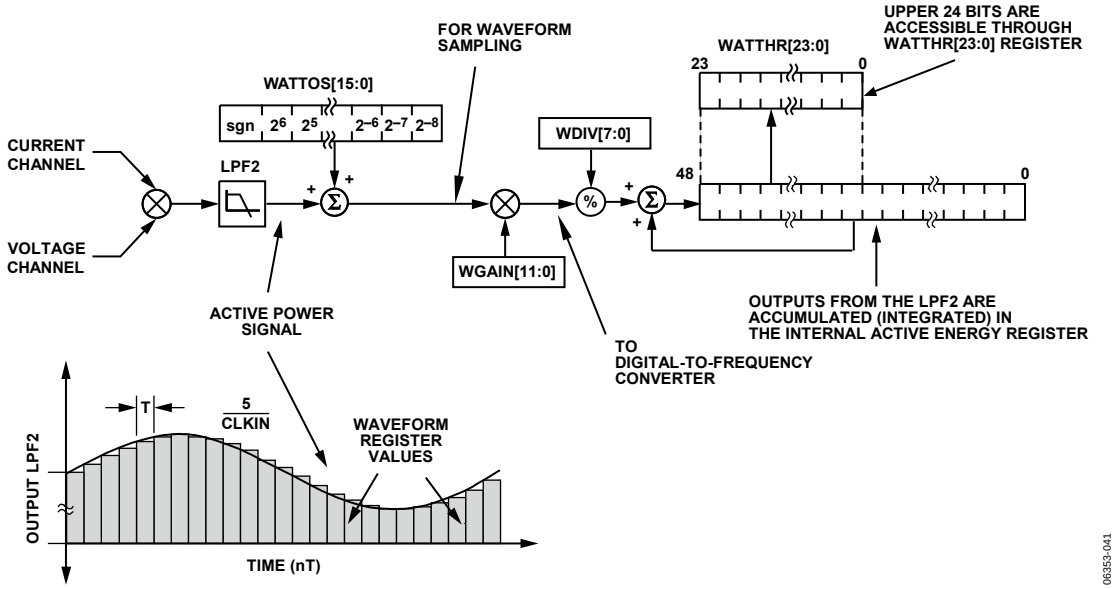

Figure 66. Active Energy Calculation
Figure 66 shows the signal processing chain for the active power calculation in the ADE7116/ADE7156/ADE7166/ADE7169/ADE7566/ADE7569. The active power is calculated by filtering the output of the multiplier with a low-pass filter. Note that, when reading the waveform samples from the output of LPF2, the gain of the active energy can be adjusted by using the multiplier and watt gain register (WGAIN[11:0], Address 0x1D). The gain is adjusted by writing a twos complement 12-bit word to the watt gain register. Equation 12 shows how the gain adjustment is related to the contents of the watt gain register.
The discrete time sample period (T) for the accumulation register in the ADE7116/ADE7156/ADE7166/ADE7169/ADE7566/ADE7569 is 1.22 µs (5/MCLK). In addition to calculating the energy, this integration removes any sinusoidal components that may be in the active power signal. Figure 66 shows this discrete time integration or accumulation. The active power signal in the waveform register is continuously added to the internal active energy register.
The output of the multiplier is divided by the value in the WDIV register (Address 0x24). If the value in the WDIV register is equal to 0, the internal active energy register is divided by 1. WDIV is an 8-bit, unsigned register. After dividing by WDIV, the active energy is accumulated in a 49-bit internal energy accumulation register. The upper 24 bits of this register are accessible through a read to the active energy register (WATTHR[23:0], Address 0x01). A read to the RWATTHR register (Address 0x02) returns the contents of the WATTHR register, and the upper 24 bits of the internal register are cleared. As shown in Figure 66, the active power signal is accumulated in an internal 49-bit signed register. The active power signal can be read from the waveform register by setting the WAVMODE register (Address 0x0D) and setting the WFSM bit (Bit 5) in the Interrupt Enable 3 SFR (MIRQENH, Address 0xDB). Like the current and voltage channels waveform sampling modes, the waveform data is available at sample rates of 25.6 kSPS, 12.8 kSPS, 6.4 kSPS, and 3.2 kSPS.